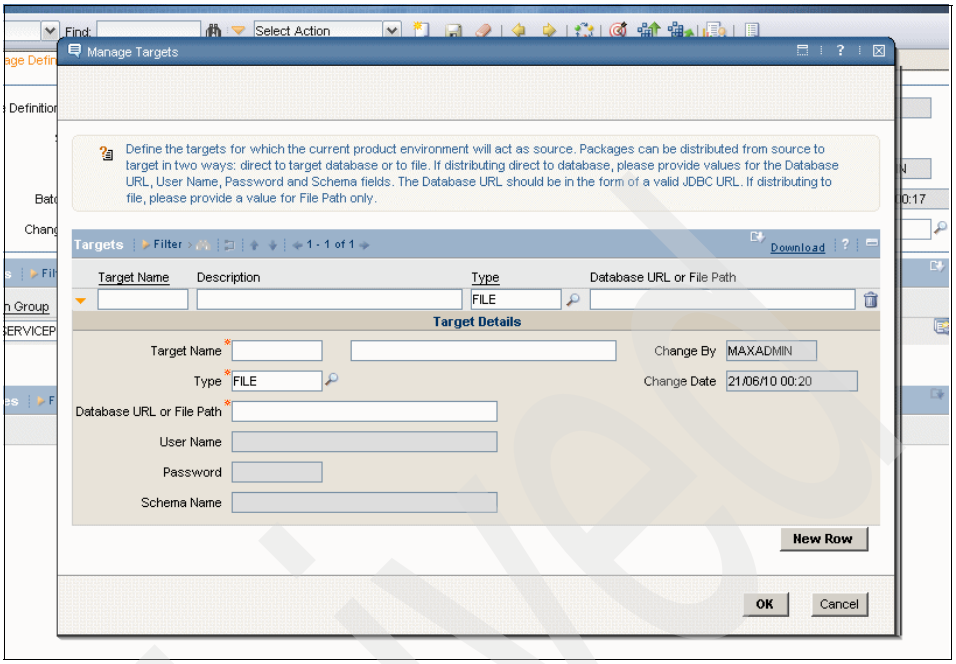

Figure 8-7 The Manage Targets dialog box
3. Create the folder that will be used to store a compressed file containing all the information generated by the Migration Manager framework based on your source database. Click **Manage Targets**, and populate the dialog with the Target Name, “Type” = FILE and in the “Database URL or File Path” fill with the full path of the folder that will be used to store the file that will be generated. See Figure 8-7 on page 147.